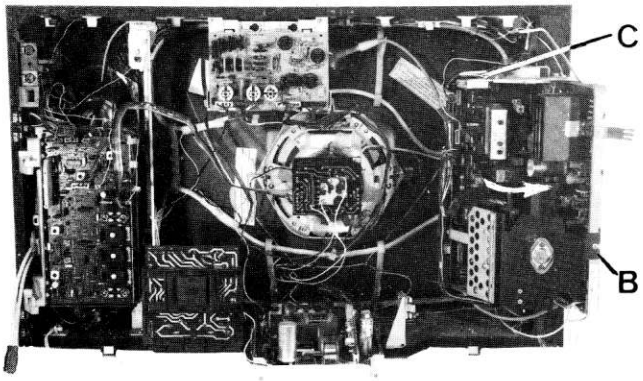
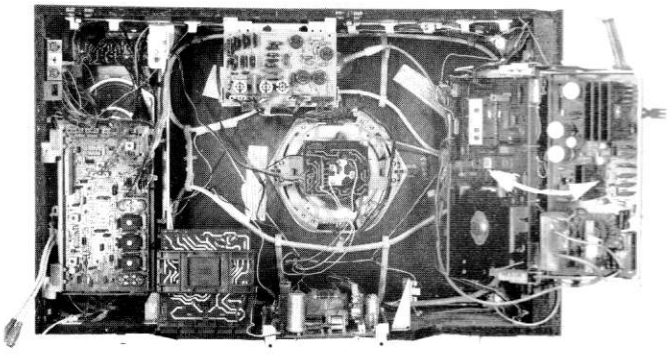

Fig : 6
Fig : 7
- Desserrer la vis B. fig. 6
- Dégager le verrou C. fig. 6, puis ouvrir les deux platines fig. 7